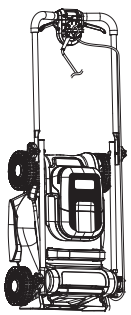

Fig. 21
- Ranger la tondeuse à gazon à plat ou en position verticale (Fig. 21).